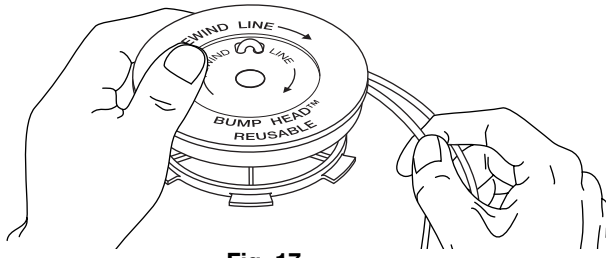

Fig. 17
7. Wind the lines in tight even layers, onto the reel (Fig. 17). Wind the line in the direction indicated on the inner reel. Place your index finger between the two lines to stop the lines from overlapping. Do not overlap the ends of the line. Proceed to step 12.